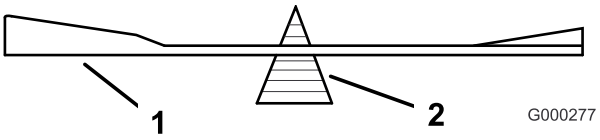
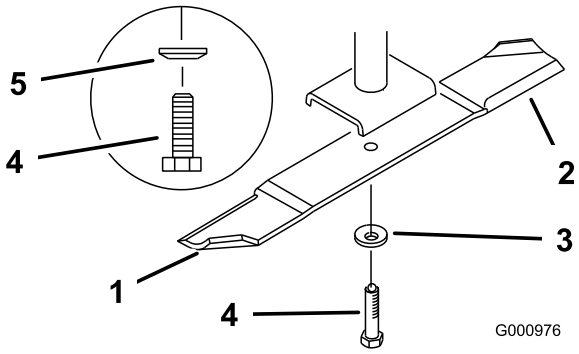

**Figur 87**
**Figur 88**
2. Fjern knivbolten, fjederskiven og kniven fra spindelakslen (Figur 88).
2. Kontroller skæreknivens balance ved at placere den på en afbalanceringsenhed (Figur 87). Hvis skærekniven forbliver i en vandret position, er skærekniven afbalanceret og kan benyttes. Hvis skærekniven ikke er afbalanceret, skal der slibes lidt mere metal af enden af sejlområdet (Figur 88). Gentag denne procedure, indtil skærekniven er afbalanceret.
1. Monter skærekniven på spindelakslen (Figur 88).
2. Monter fjederskiven og skæreknivsbolten. Fjederskivens konus skal installeres mod boltens hoved (Figur 88). Tilspænd knivbolten med et moment på 115–149 Nm.